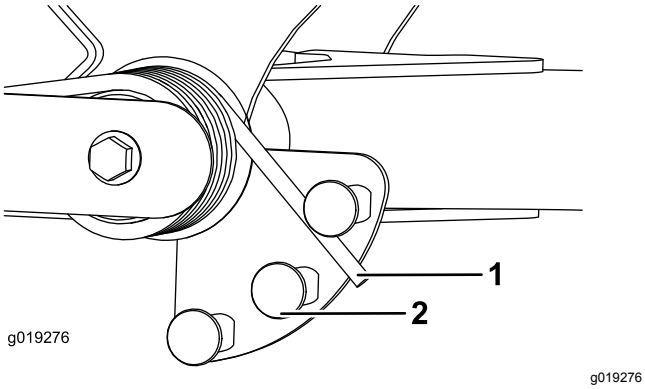

Figur 31
2. Sett inn et rør eller lignende objekt på den lange fjærenden og sving det rundt fjæraktuatoren til ønsket stilling (Figur 31).